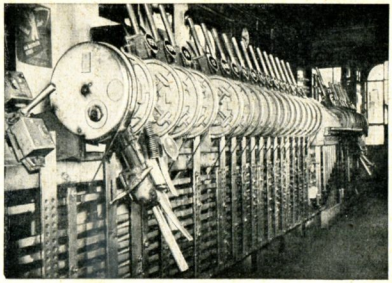

Fig. 153
1. Les postes à leviers (fig. 153)